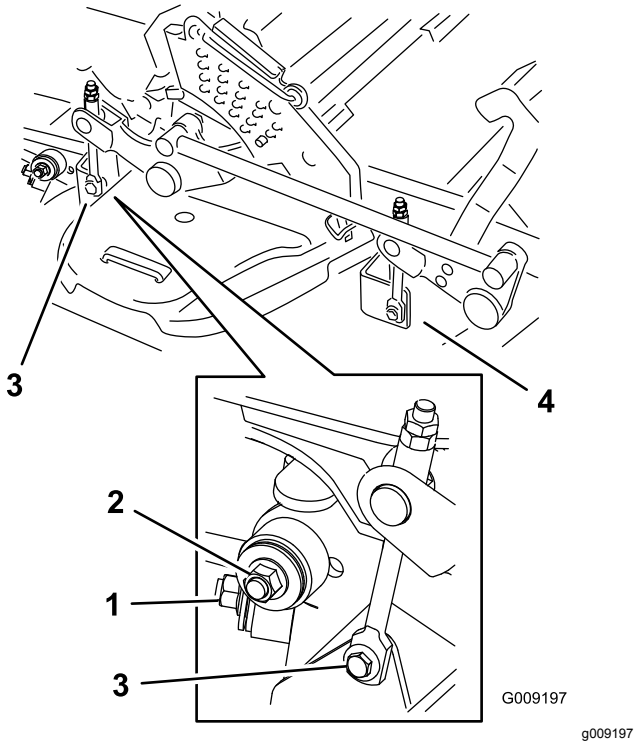

Figur 106
7. Fjern monteringsboltene/-møtrikkerne på begge sider af skjoldet som vist i Figur 106, og læg dem til side.